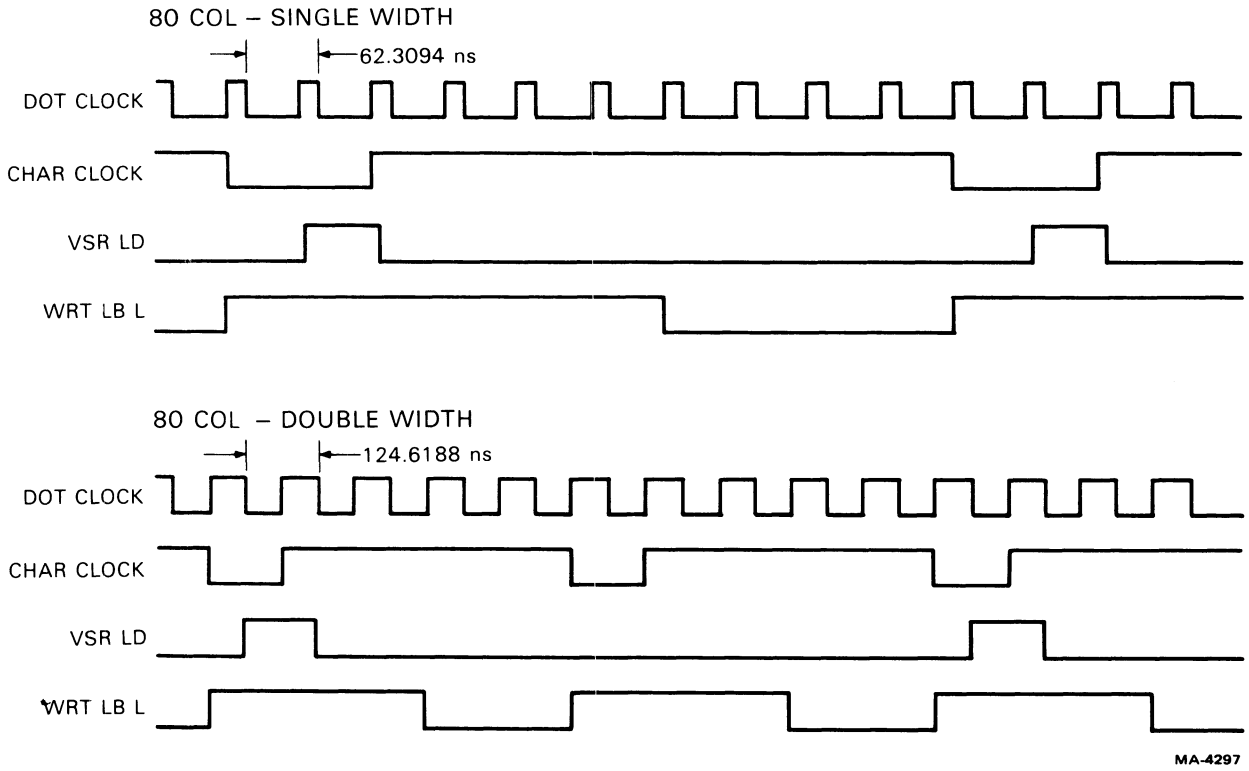
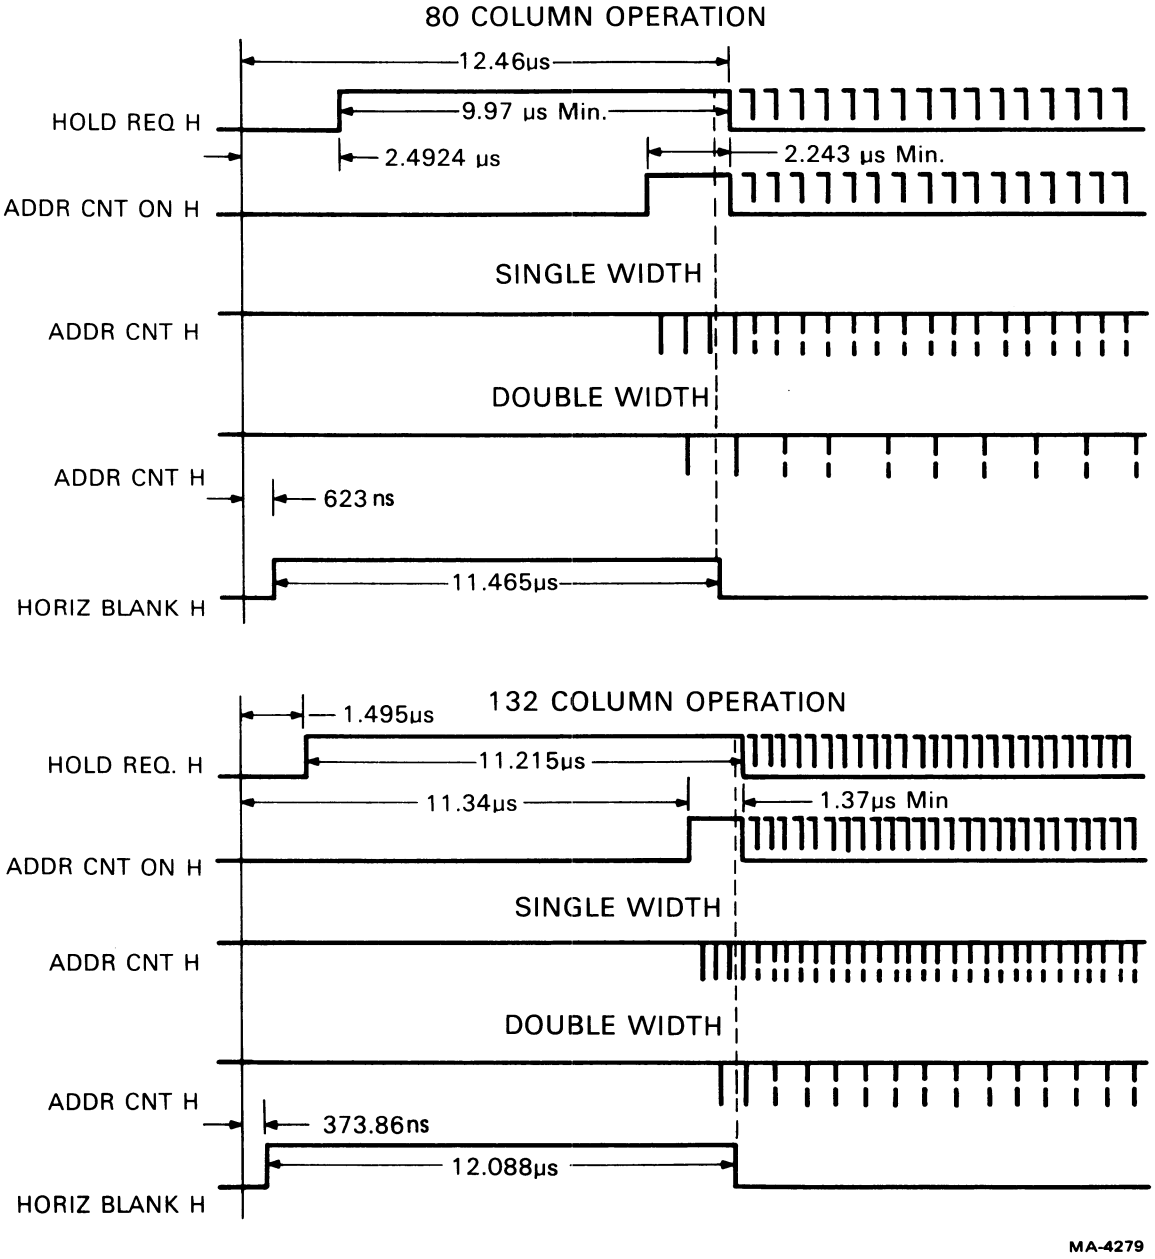
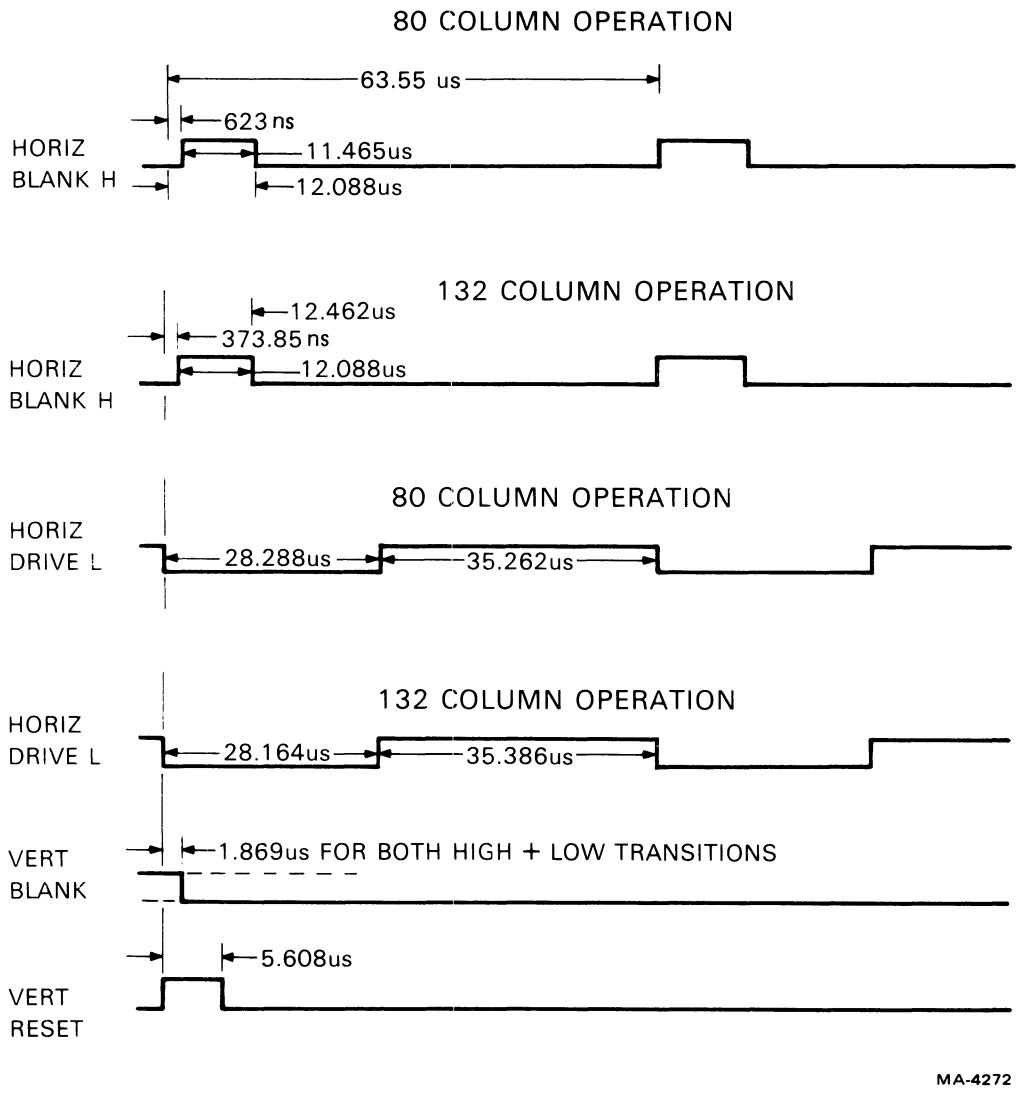
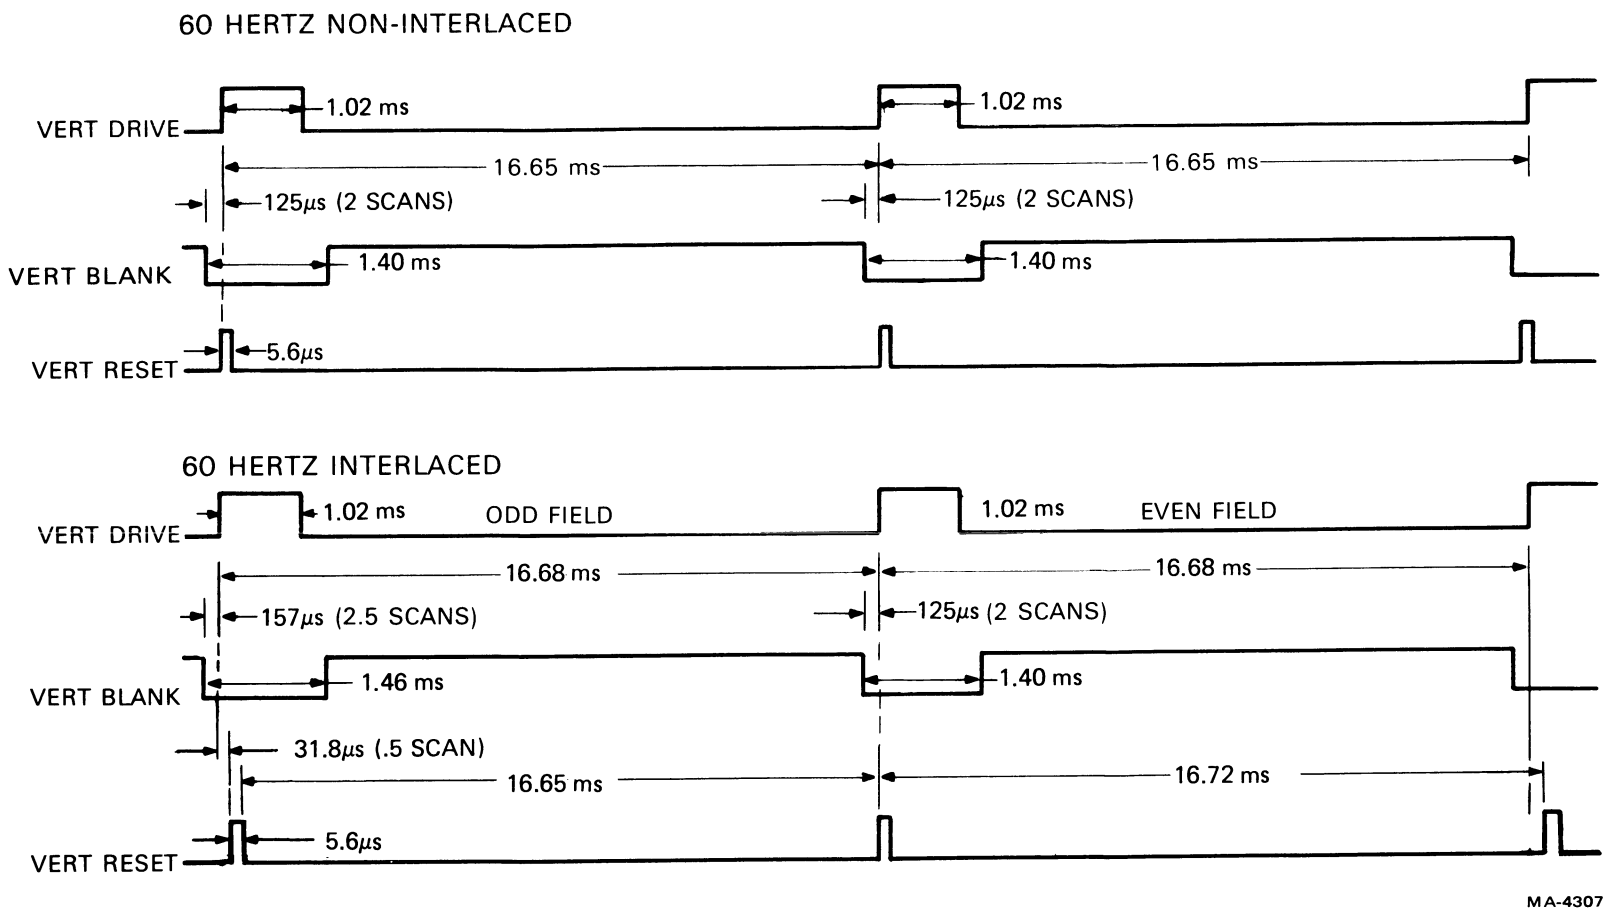

Figure 4-6-6 Video Latch Timing – 80 Column
Figure 4-6-8 Address Count Timing
Figure 4-6-9 Horizontal Timing
Figure 4-6-12 Vertical Signals – 60 Hz
4.6.2.3 Dot Counter – The dot counter uses four flip-flops to divide the DOT CLK that was selected by the multiplexer by 10, in 80 column mode, or by 9, in 132 column mode. The output of the dot counter is the character rate clock, which is used to move character codes in the latches that are outside the DC011. Character clock is further divided by the horizontal counter. The timing of CHAR CLK is shown in Figures 4-6-6 and 4-6-7 for each of the two column modes. CHAR CLK is unaffected by double-width mode. The output of the next-to-last flip-flop is used for the write enable signal for the line buffer RAMs (WRITE LB L). WRITE LB L is also shown in Figures 4-6-6 and 4-6-7. This signal allows the data and address changes, caused by the rising edge of CHAR CLK, to become stable before writing is enabled and then disables writing before CHAR CLK rises again. WRITE LB L is gated directly with HOLD REQ H so that it is active only during DMAs. Intermediate signals from the four flip-flops are used by various other functions in the DC011 such as the double-width multiplexer and the composite sync generator.
4.6.2.4 Double-Width Multiplexer – The double-width multiplexer (MUX) produces the three signals whose timing must be changed when a line of characters is switched between single- and double-width modes. The frequency of DOT CLK must be divided in half on a double-width line so that the video shift register will shift half as often, making each dot (and therefore each character) twice as wide as it would be in single-width mode. In order for the video shift register to work properly with the half-rate DOT CLK in double-width mode, the load signal for the shift register (VSR LD H) must still come every 10 dots (80 column mode) or 9 dots (132 column mode). Therefore loads must occur at every other CHAR CLK. Similarly, incrementing the DMA address counters occurs on every other CHAR CLK to ensure that characters that are stored sequentially in the screen RAM are presented to the shift register at the correct time for each VSR LD H pulse. The different modes of DOT CLK and VSR LD H are shown in Figures 4-6-6 and 4-6-7.
The load input of the video shift register used in the VT100 is a synchronous input. This means that when the load input is high, the rising edge of DOT CLK causes a parallel load to be performed instead of a shift. To get one load and many shifts for each character, VSR LD H can only last for that one cycle of DOT CLK that is adjacent to CHAR CLK. Furthermore, transitions of VSR LD H must satisfy SET-UP and hold times with respect to the rising edge of DOT CLK. In single-width modes, VSR LD H is one dot time wide, generated from the outputs of the dot counter, and its SET-UP and hold times are guaranteed by internal propagation delays. This relationship is shown in Figures 4-6-6 and 4-6-7 by a slight shift in the transitions of VSR LD H with respect to DOT CLK. In double-width mode, VSR LD H is created by selecting every other CHAR CLK (Figure 4-6-8 shows a flip-flop that divides CHAR CLK by two for this purpose) and then delaying this signal by one single-width dot time.
The signal that increments the DMA address counter (ADDR CNT) is shown in Figure 4-6-8. ADDR CNT has the same timing as CHAR CLK; the difference is that it does not run continuously. Figure 4-6-8 shows that ADDR CNT can only be generated if HOLD REQUEST H is high and that it is further controlled by a signal from the horizontal timing section (ADDR CNT ON H) that allows ADDR CNT to provide exactly three pulses (in single-width mode) before HORIZ BLANK H goes low. The three pulse delay primes the external character latches so that the dots for the first character on a line are being loaded into the video shift register at the same moment that HORIZ BLANK H enables the video at the beginning of a scan. The only change made to ADDR CNT for double-width operation is that every other pulse is deleted, beginning with the first pulse (Figure 4-6-8).
4.6.2.6 Horizontal Drive and Horizontal Blank – Two timing signals are generated from the horizontal counter to control those system functions occurring at the scan rate. These signals begin at the end of a scan and last until the horizontal counter is incremented past a specific state that is decoded to turn the signals off. The monitor requires a pulse at the end of every scan to tell it when to initiate a retrace and begin the next scan; the duration of this pulse must be between approximately one-quarter and one-half of one scan. Figure 4-6-9 shows HORIZ DRIVE L as produced by the DC011; the slight difference in timing between 80 and 132 column modes is the result of design convenience and is not significant to the operation of the VT100. HORIZ BLANK H is designed to allow 83 characters during the forward scan in 80 column mode and 137 characters in 132 column mode. The extra characters are included for possible future use such as a field of indicators along the right margin of the screen or as extra symbols inserted to mark text. The rising edge of HORIZ BLANK H is resynchronized to CHAR CLK to eliminate the accumulated delay of the horizontal counter. The falling edge of HORIZ BLANK H occurs between two CHAR CLKs (Figure 4-6-8) to meet some requirements of the DC012, but inside the DC012 HORIZ BLANK is delayed to the following edge of CHAR CLK so that the beginning of each displayed scan will coincide with a character boundary.
4.6.2.10 Vertical Outputs – Three outputs are derived from the flip-flops in the vertical counter to control the vertical refresh operations in the VT100. These signals are shown in Figures 4-6-12 and 4-6-13 for all four modes. VERT DRIVE H is issued at the bottom of the screen to initiate a vertical retrace followed by a new vertical scan. This operation is analogous to the effect of HORIZ DRIVE L on horizontal scans. The time between any two VERT DRIVE Hs is a constant, equal to an even number of half-scans in noninterlaced mode and equal to an odd number of half-scans in interlaced mode. VERT BLANK L always enables exactly 240 scans during any field and blanks any remaining scans. Furthermore, VERT BLANK L is always turned off exactly 20 scans after VERT RESET H in 60 Hz mode and 50 scans after VERT RESET H in 50 Hz mode. VERT BLANK L is always adjusted to display complete scans even during odd fields in interlaced mode. VERT RESET H initiates the DMA process at the start of every field. When VERT RESET H goes high, the DMA address counters are reset to point to address 2000H in the screen RAM, all line attributes are cleared, and the scroll counter in the DC012 is preset to the value stored in the scroll latch. (See the DC012 description for more explanation.) During noninterlaced operation and on even fields, VERT RESET H occurs at the same time as VERT DRIVE H; but, on odd fields VERT RESET H is delayed one-half of a scan to match the start of a horizontal scan. The relationship of VERT RESET H and transitions of VERT BLANK L to HORIZ BLANK H and HORIZ DRIVE L is depicted in Figure 4-6-9. Notice that VERT BLANK L always turns on or off when the video is already blanked by HORIZ BLANK H.